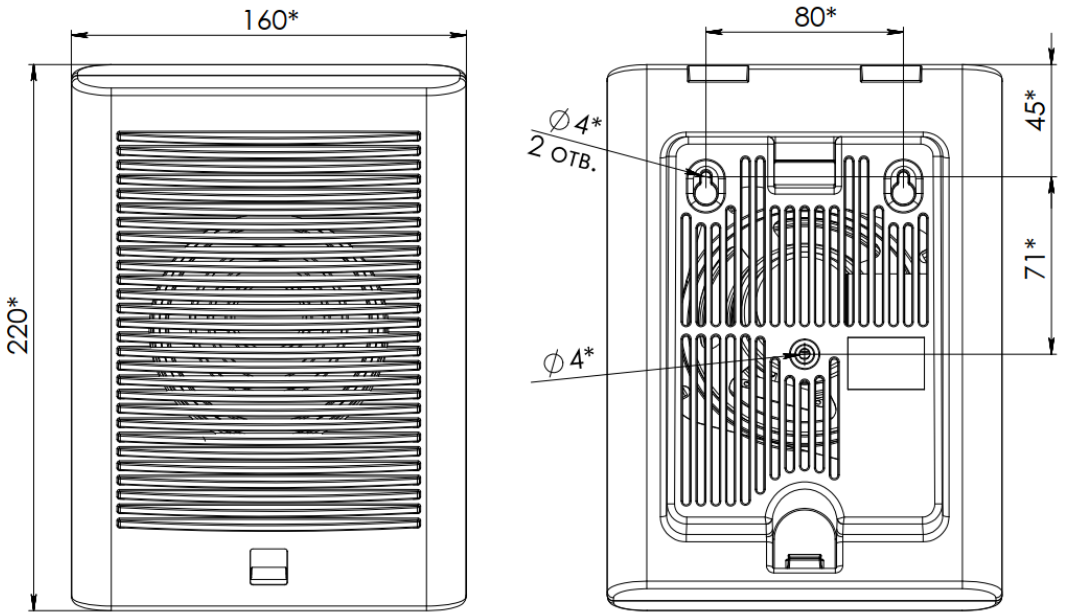
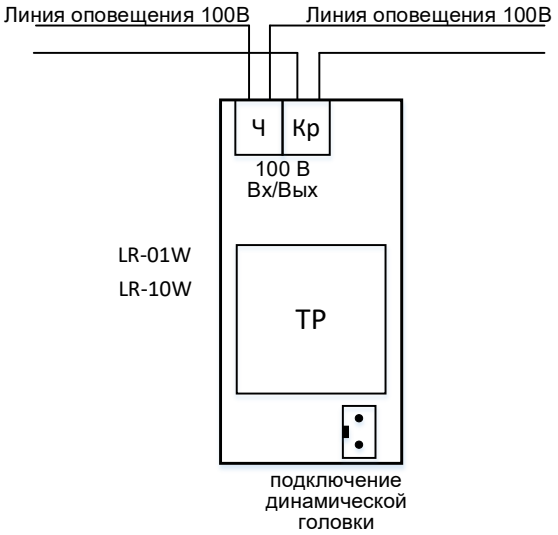

Рис.2. Габаритные и установочные размеры оповещателя.
Рис.3. Схема подключения оповещателей LR-01W и LR-10W.
2.1.2. Габаритные и установочные размеры оповещателя представлены на рис.2, схемы подключения на рис.3.
- завести провода линии оповещения внутрь корпуса и подключить их к клеммам согласно схеме на рис.3, соблюдая принятую в линии полярность;